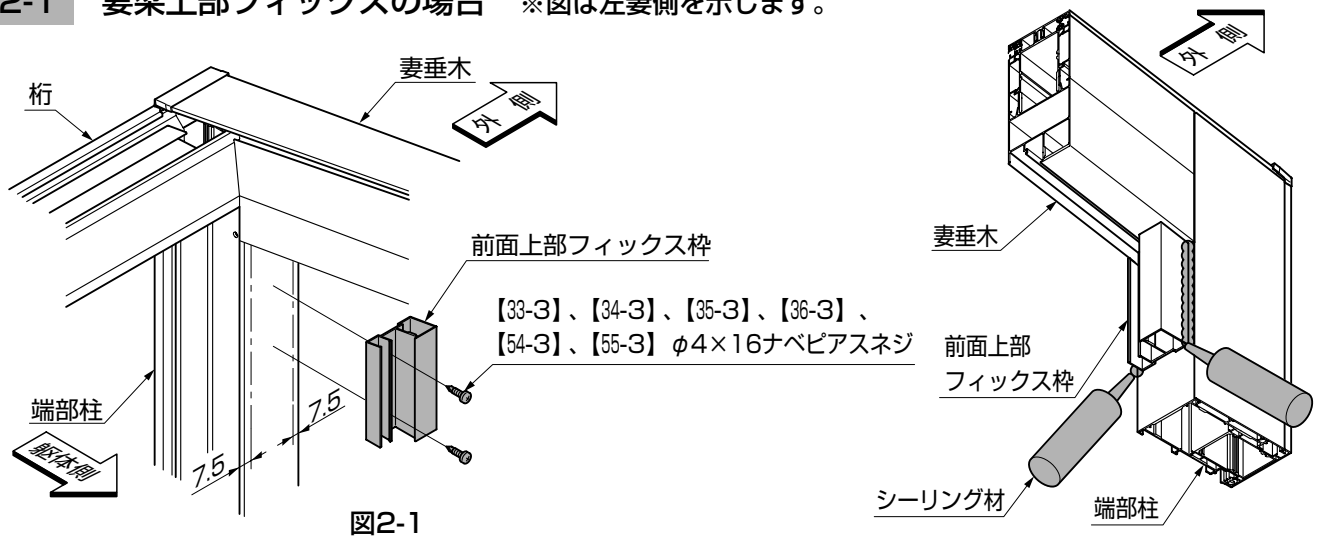

図2-1
①前面上部フィックス枠を端部柱に、【33-3】または【34-3】、【35-3】、【36-3】、【54-3】、【55-3】で取付けてください。（図2-1参照）
②前面上部フィックス枠と柱の接合部に、シーリングをしてください。